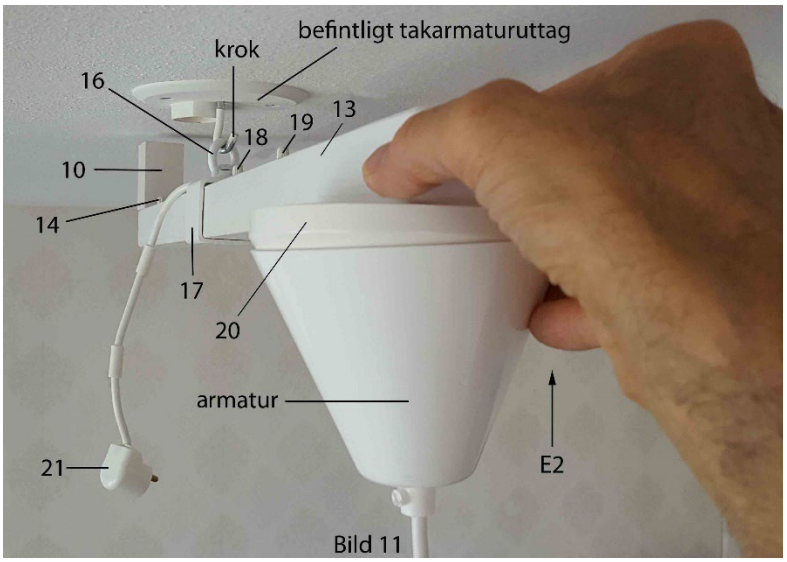

Bild 11
Vid positionering av armaturen måste anordningen vara strömlös. Dra alltid ut stickproppen(20) innan positioneringen börjar. Var uppmärksam på att fästanordningens ögla(16) hålls kvar i kroken under positioneringen. Lyft på uttagsänden(E2) tillräckligt så att armaturens tyngdkraft motverkas och stödet(10) släpper taket. Förskjut kabeldragningsarmen(13) i längdriktningen genom glidöglan(17) mellan stoppelementen 14 och 18 eller mellan stoppelementen 14 och 19 om stoppelement 18 är utdraget. Rotera kabeldragningsarmen(13) i sidled för positionering av armaturen till önskad plats. Se bild 11. Sätt tillbaka lampproppen(21) i det befintliga takarmaturuttaget och provtänd lampan.